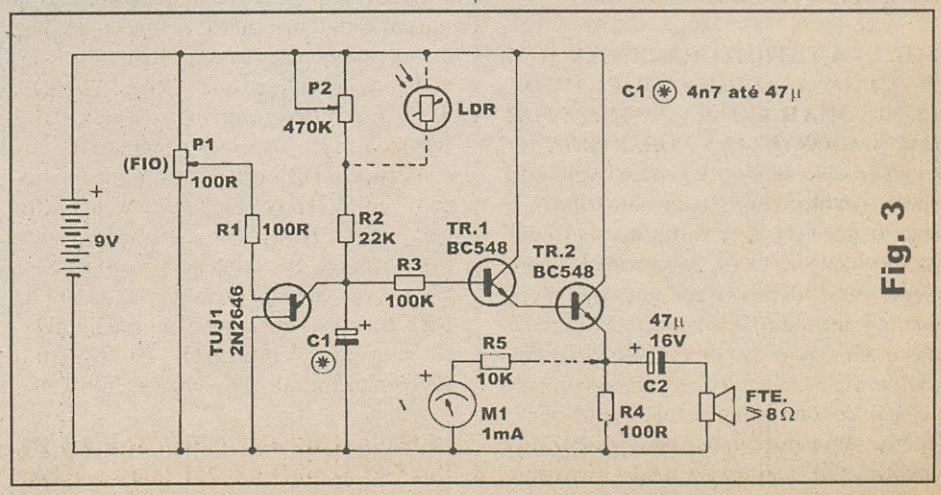

Fig. 3
- FIG. 3 - EXPERIMENTANDO O OSCILADOR COM TUJ - Inicialmente pedimos que observem com atenção a organização circuital da experiência... Notar que C1 (o principal determinante da já mencionada constante de tempo...) pode ter praticamente qualquer valor entre 4n7 e 47u (para os efeitos da experiência e perfeita "observação" dos resultados...). Se o caro leitor/*aluno* - como temos recomendado na presente fase do nosso *curso* - optar por montar o conjunto sobre um *proto-board*, poderá fazer diversas substituições, incrementando com facilidade as experiências, verificações e apreciações do funcionamento... Voltando a C1, se este tiver um valor na faixa máxima recomendada (47u ou próximo disso...), o rítmo da oscilação será extremamente lento, cada ciclo demorando vários segundos para se completar, com o que a observação poderá ser feita de forma direta, através do deslocamento do ponteiro do galvanômetro M1 (um miliamperímetro com alcance de 1 mA), protegido pelo resistor R5 (10K). Já com C1 tendo valores experimentalmente situados em faixa bem menor (digamos: 47n e até 4n7, ou valores quaisquer dentro da faixa recomendada...), será possível a "observação auditiva" da oscilação (agora já em frequência "escutável"...) através do alto-falante, que recebe os sinais amplificados pelo conjunto *Darlington* formado por TR1 e TR2 (mais o resistor R3...). Observem, também, os resistores variáveis ou ajustáveis, e suas funções durante as experiências: através do potenciômetro P1 (100R) é possível alterar a tensão quiescente no ponto A... Se o cursor do dito potenciômetro for levado para a extremidade do componente mais próxima à linha da alimentação **positiva** (9V), o funcionamento será conforme descrevemos... Entretanto, *baixando* a posição do tal cursor, será *reduzida* a tensão quiescente no ponto A, com o que a frequência de oscilação básica *subirá*, porque o nível até o qual o capacitor C1 terá que se "carregar" para a ocorrência de cada ciclo, será também menor (a carga se dará *mais rapidamente*...). Essa forma de variar a frequência, no entanto, determina uma redução também na amplitude dos sinais gerados, o que nem sempre é conveniente... Já com a atuação do potenciômetro P2 (470K), podemos variar (dentro de boa faixa) a própria constante de tempo, sem interferir com os níveis quiescentes de tensão do arranjo... Assim, será possível obter ampla variação na frequência dos sinais e pulsos, sem o "efeito colateral" da redução dos níveis dos ditos sinais...! Experimentem à vontade... Outra interessante tentativa consiste em substituir o potenciômetro P2 pelo LDR (no diagrama, conectado por linhas tracejadas, o que indica a sua condição opcional...), com o que será obtido um *oscilador controlado pela luz*... Vocês poderão observar a grande sensibilidade do arranjo com o LDR, no qual qualquer pequenina variação da luminosidade aplicada sobre o foto-sensor ocasionará nítida alteração no tom de áudio gerado (no caso, recomenda-se o valor de 47n para C1...). Quem dispuser de um bom multímetro poderá (deverá...) medir as tensões e níveis nos vários pontos - já mencionados - do circuito, em funcionamento, comparando-os com as menções feitas na presente *aula*, e anotando os parâmetros para comparação, interpretação e raciocínio a respeito... Para que tais medições possam ser "vistas" e acompanhadas com mais facilidade, recomenda-se um valor máximo para C1 (47u, ou mesmo *mais*...) e também para os ajustes de P1 e P2, cujos cursores deverão ficar na extremidade correspondente à linha da alimentação **positiva**...